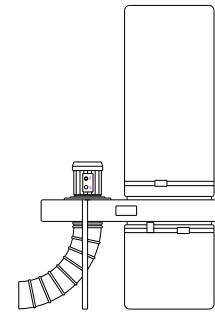

Рис. 3
– УВП-1200С - на стойках, рис.3.